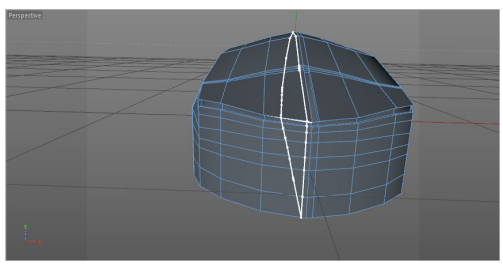
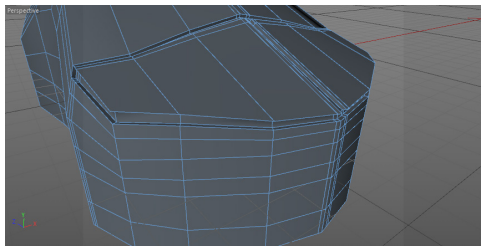

Figure 3-58 *An edge loop added to Computer mouse*
Figure 3-60 *The edges added to Computer mouse*
9. Add two more edges, refer to Figures 3-58 and 3-59. Figure 3-60 shows the edges.